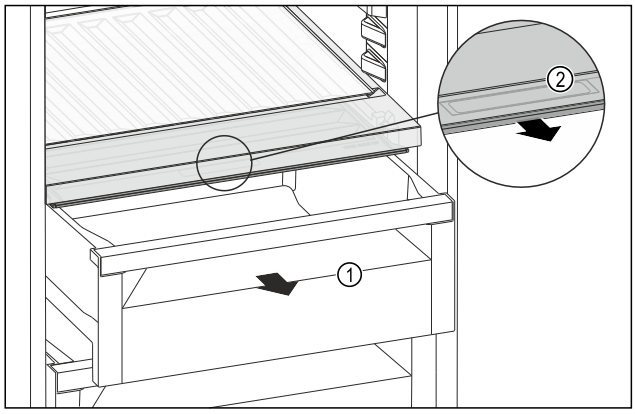

Fig. 183
▶ Pull out the drawer *Fig. 183 (1)*.
▶ Grasp the recessed grip *Fig. 183 (2)* on the compartment lid and pull the compartment lid forwards at the same time.